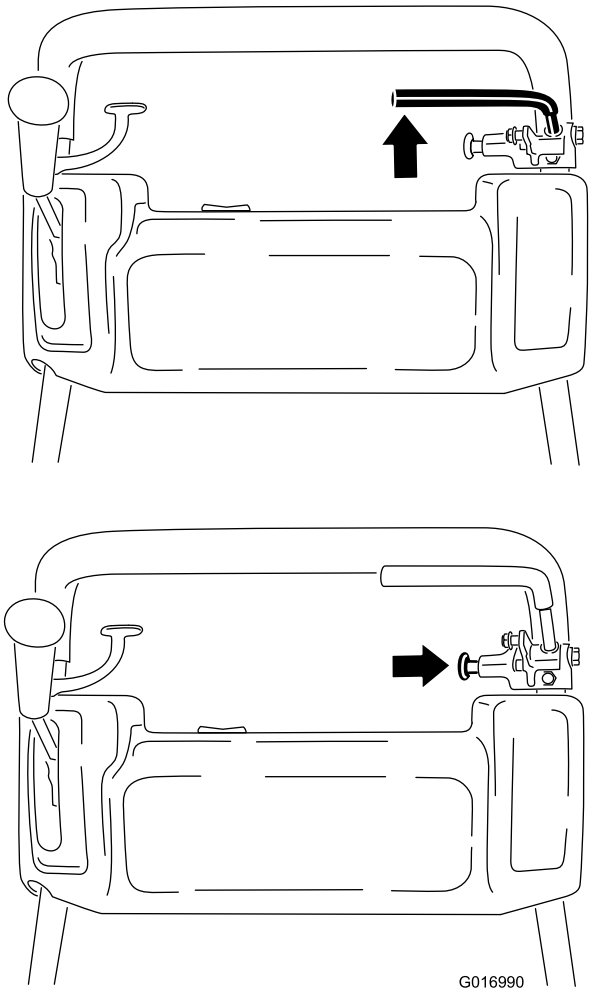

Rysunek 31
1. Włącz hamulec roboczy, naciśnij pokrętło hamulca postojowego i pozwól, aby hamulec roboczy mógł oprzeć się na trzpieniu hamulca postojowego (Rysunek 31).